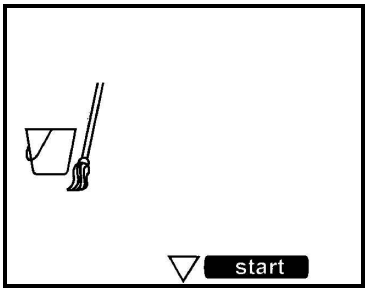

Rys. 5
6. Proszę przycisnąć wybierający program (12), na displayu pojawi się program do płukania, patrz rys. 5.
7. **Przy ponownym naciskaniu przycisku wybierającego program (12) mamy możliwość zmiany kolejnych ustawień.** W ten sposób, za pomocą tego przycisku, możemy przejść przez wszystkie ustawienia. Na dispalyu pokazane będą za każdym razem odpowiednie możliwości ustawienia.
1. Prosze wybrać program płukania. Na displayu pokaże się następujący symbol – patrz rys. 5.
2. Proszę podstawić filiżankę pod wlewkę napoju (14).
3. Proszę nacisnąć prawą część przycisku start (13). Program płucze urządzenie gorącą wodą, która płynie do filiżanki.